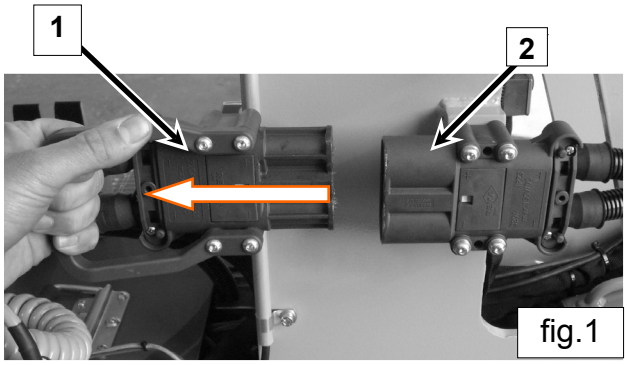
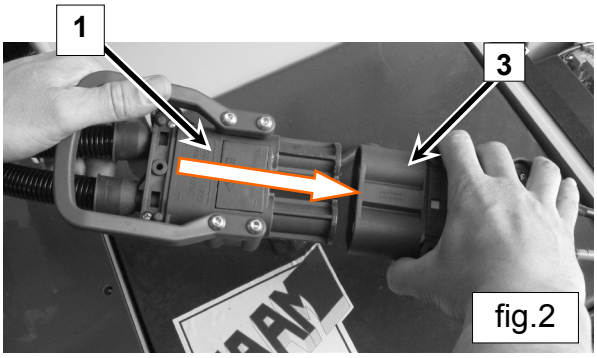

fig.1
fig.2
6. Remove the traction battery plug (Position 1) from the main power plug (Position 2) as indicated in Figure 1, and insert the plug in the battery charger output plug (Position 3) (as indicated in Figure 2).